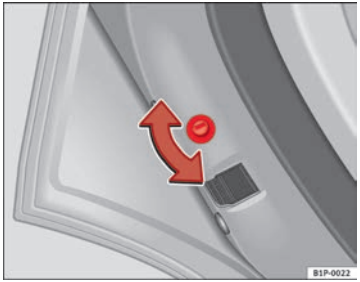
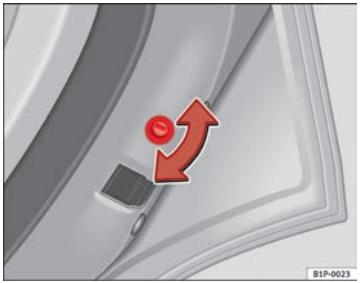

Fig. 59 Childproof lock on the left hand side door
Fig. 60 Childproof lock on the right hand side door ▶
– With the door open, rotate the groove in the door using the ignition key, clockwise for the left hand side doors, and anticlockwise for the right hand side doors ⇒ Fig. 59 ⇒ Fig. 60.
– With the door open, rotate the groove in the door using the ignition key, clockwise for the right hand side doors, and anticlockwise for the left hand side doors ⇒ Fig. 59 ⇒ Fig. 60.